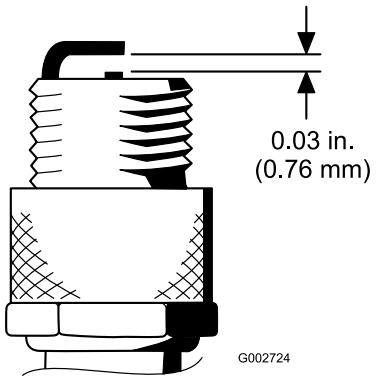

Figur 44
4. Indstil gnistgabet mellem midten og siden af elektroderne til 0,76 mm (Figur 44).